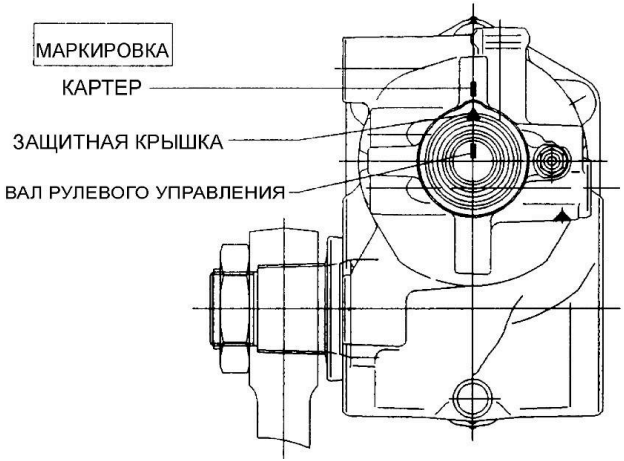

Рис. 6.16. Маркировка
4. Повернуть рулевое управление в среднее положение – половина общего количества оборотов рулевого колеса, при этом должны совпадать маркировки (см. Рис. 6.16) на вале рулевого управления, защитной крышке и картере.